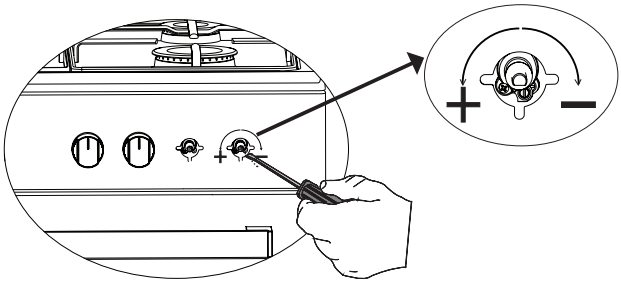

Figura 5
2. Con l'aiuto di un cacciavite di dimensioni adeguate, stringere/allentare la vite di regolazione del gas (Vedere figura 5). Ciò consente alla fiamma nella posizione bassa di aumentare o diminuire. Regolare l'impostazione del gas in modo che la lunghezza della fiamma sia di almeno 4 mm.